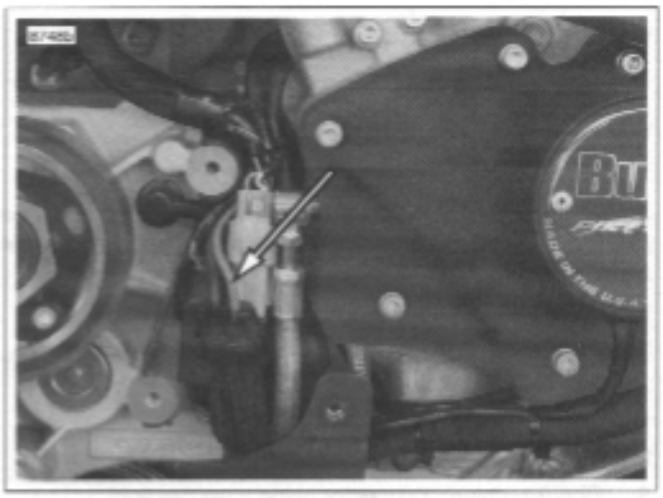

Figure 7-25. Positive Regulator Cable (red wire)
b. See Figure 7-25. Place load tester induction pickup over positive regulator cable.
1. See Figure 7-25. After removing the load, read the load tester voltage meter.